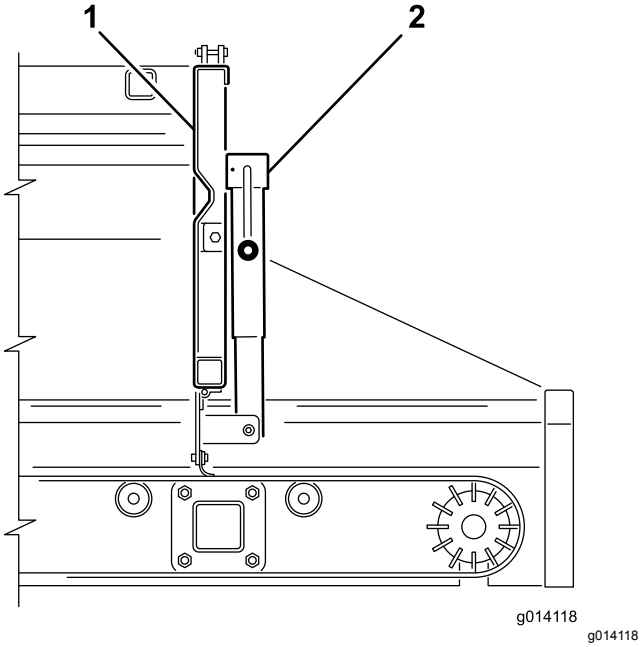
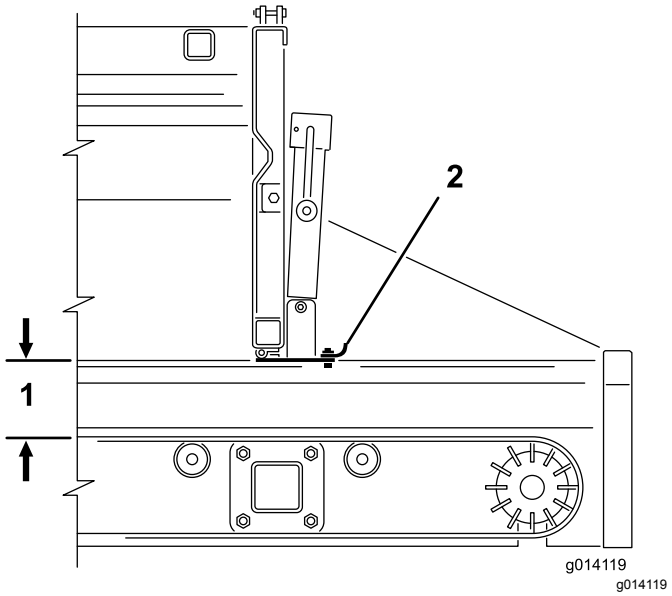

Figur 38
Figur 39
2. Brug donkraftens håndtag til at åbne eller lukke den indstillelige del af bagsmækken (Figur 38 og Figur 39). Dette begrænser materialets udflydning ved brug af udstyr.